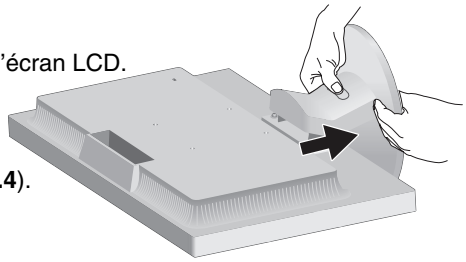

Figure R.4
2. Avec votre pouce, poussez sur le bouton pour déverrouiller (**Figure R.4**).
3. Une fois le bouton enfoncé, tirez sur le support de socle pour l'extraire (**Figure R.4**).